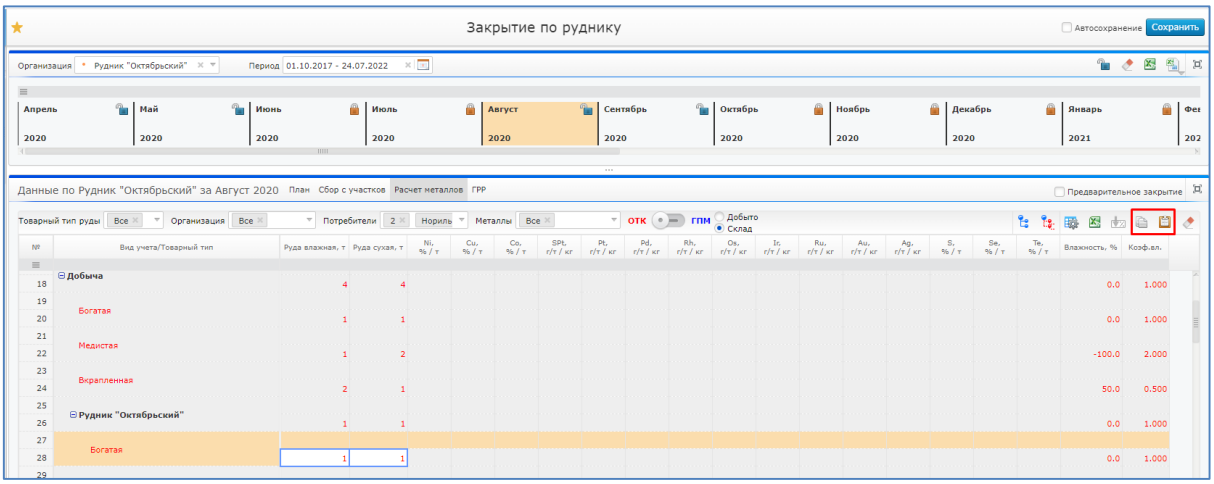

Рисунок 66. Кнопки «Копировать», «Вставить»
8. Нажать на кнопку «Вставить» (Рисунок 66).